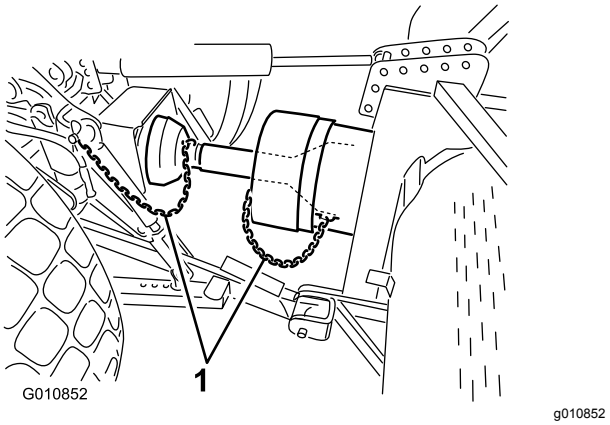

Figur 25
6. Anslut skyddssäkerhetskedjorna till kraftuttagsskyddet och traktorfästet (Figur 25). Kontrollera att kedjorna inte spänns när du höjer och sänker luftaren.